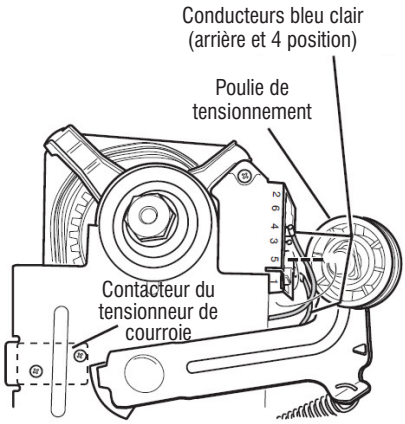

Figure 11 - Contrôler le contacteur du tensionneur de courroie.
11. Contrôler le contacteur du tensionneur de courroie en mesurant la résistance entre les deux conducteurs bleus (voir la Figure 11) tout en poussant vers le haut la poulie de tensionnement.